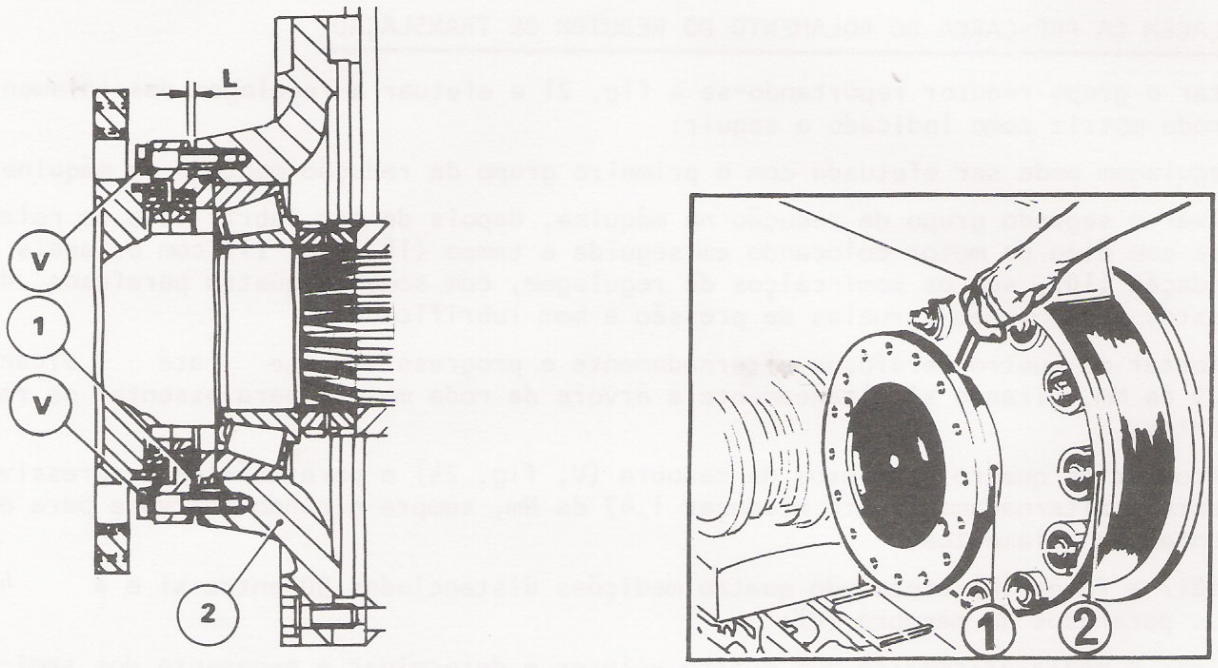

FIG. 24 - MEDIÇÃO DA FOLGA EXISTENTE ENTRE A CAIXA (1) E A TAMPA (2)
- Afrouxar os quatro parafusos de manobra (V, fig. 24) e parafusá-los progressivamente e alternadamente até alcançar 1.47 da Nm, sempre girando a árvore para assentar os rolamentos;
- Medir a folga (L) efetuando quatro medições distanciadas 90°entre si e a 45° dos parafusos de manobra (V);